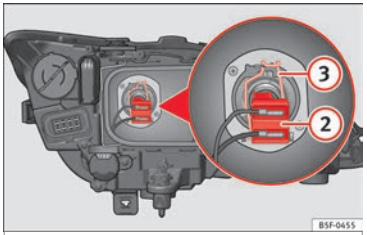

Fig. 104 Luz de cruce.
– Extraiga el conector ››› **fig. 104** (2) de la lámpara.
– Desenganche el resorte retentor ››› **fig. 104** (3) presionándolo hacia dentro y a la derecha.